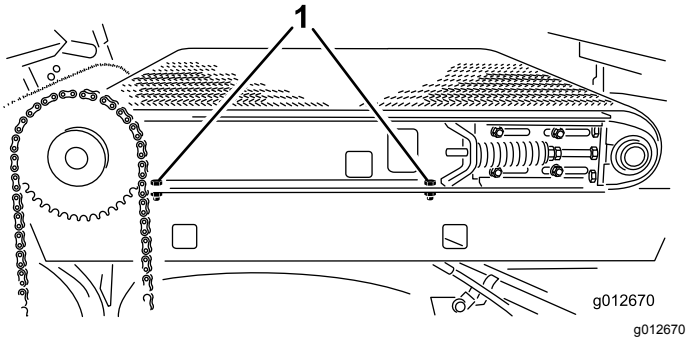

Figur 31
2. På høyre side av maskinen strammer du de to hodeskruene som fester gliderammeskinnen på høyre skjerm (Figur 31).